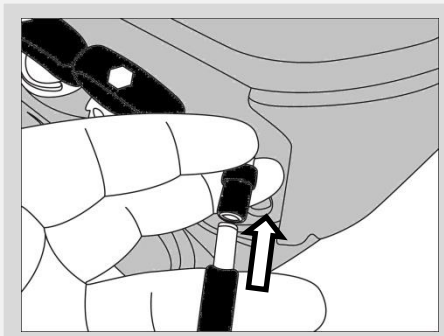

Fig 9
- Connect the control valve to the AC power source (**Fig 9)**. **Manually put the CAFO filter into the regeneration cycle by pressing the SET/REGEN button (see page 11). NOTE : WITHOUT PERFORMING REGENERATION THIS UNIT WILL NOT BE READY FOR SERVICE.**